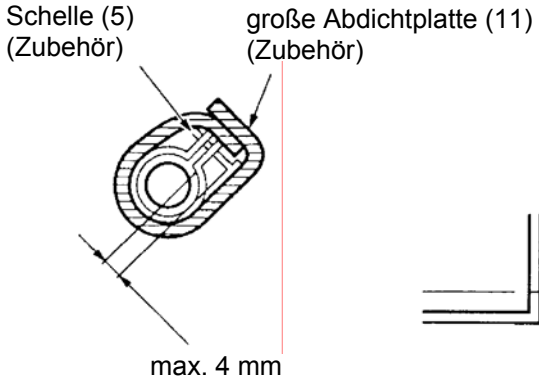

Abb. 3
- Umwickeln Sie die mitgelieferte Dichtung (11) über die Klammer und den Ablaufschlauch wegen Isolation (siehe Abb. 3).